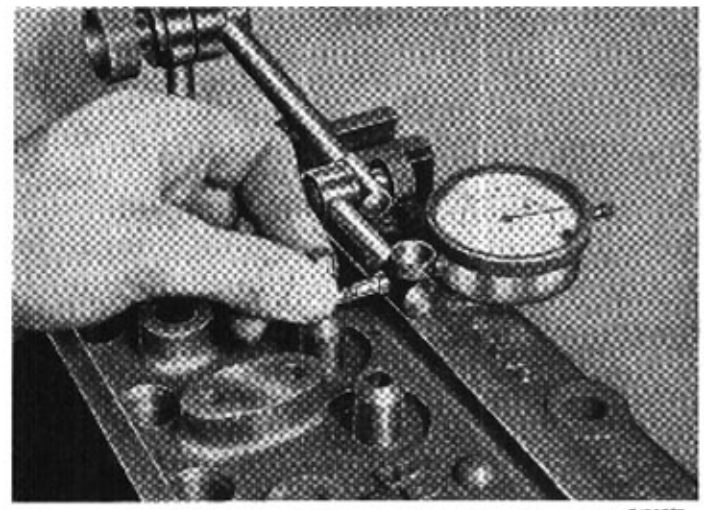

Bild 21-1. Mätning, spel vid ventilskaft
2. Mät spelet mellan spindel och styrning enligt bild 21-1. Spelet får ej överstiga för inloppsventil 0,15 mm och för utloppsventil 0,20 mm. Mätning göres så nära ventilstyrning som möjligt.